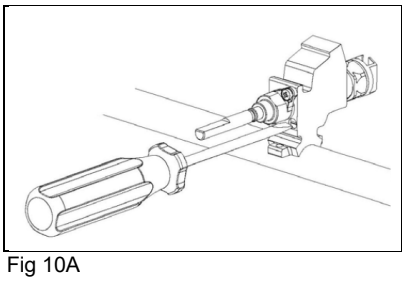

Fig 10A
- Draai met een kleine schroevendraaier (bijv. spanningzoeker) het schroefje op de body van de gaskraan. (Fig.10A) tot de vlam de gewenste grote heeft.